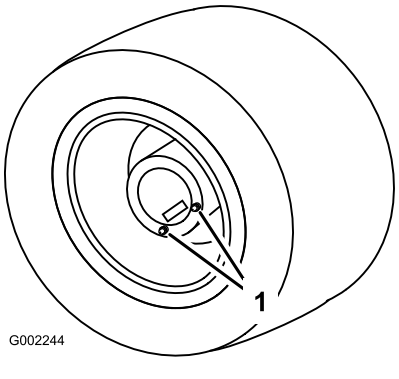

図 77
1. 平らな場所で、後輪のドレンプラグがドレン位置にくるようにして駐車する図 77。
3. ドレンプラグの下に容器を置き、プラグを外す図 77。